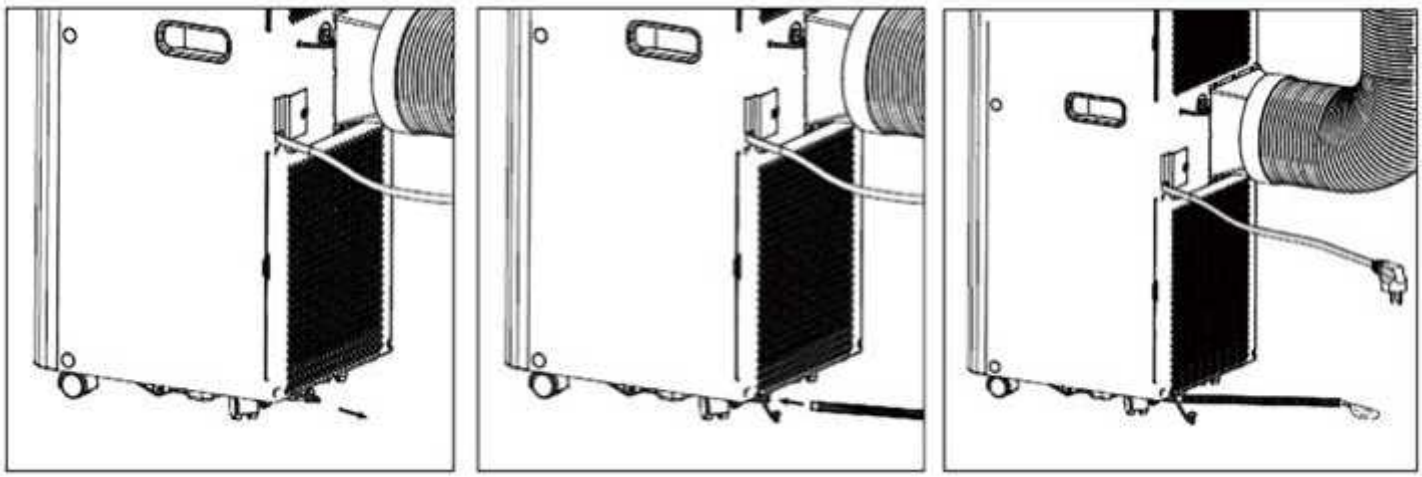

Fig. 9
3) As shown in Fig.9, connect drain hose well (only for using heating model);
When you plan to leave this unit unused for a long time, please remove the rubber blockage from the drainage hole at the bottom of unit, and drain all water outside. You can use the continuous drainage with a drainage hose connected to the bottom drain hole, when the unit working at the HEAT mode. The continuous drainage is not need to be applied when the unit working at the COOL or DEHUMIDIFY mode. The unit can evaporate the condensate water automatically by the splash motor. Make sure the drainage holes are stemmed well. f water splash motor is damaged, continuous drainage can be used. To connect the drain hose to the bottom drain hole (Fig.9), the unit can also work well. If splash motor is damaged, intermittent drainage can also be used. Under this condition, when the water full indicator lights up, please connect a drain hose to the bottom drainage hole, then all the water in the water tank will be drained outside. The unit can also work well.